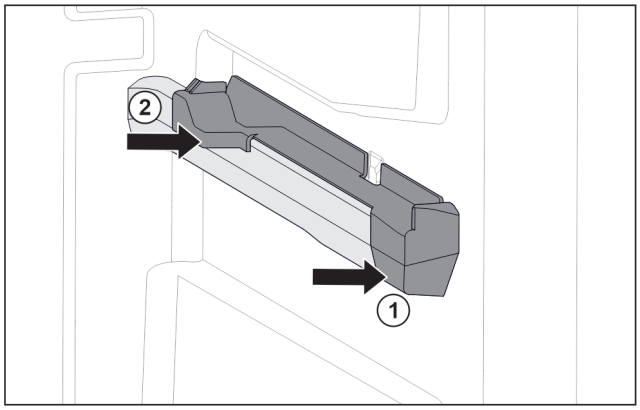

Fig. 87 Uzspraužamā daļa uz labās tvertnes ribas
- ▶ Pielieciet uzspraužamo daļu priekšā pie tvertnes ribas. *Fig. 87 (1)*
- ▶ Piespiediet uzspraužamo daļu no aizmugures. *Fig. 87 (2)*